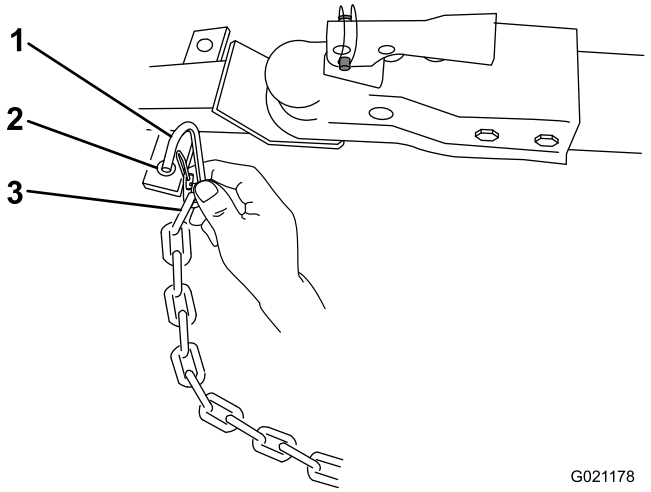

Figure 24
3. Connect each length of chain to the safety chain mounting point on the tow vehicle with the connecting links (Figure 24).